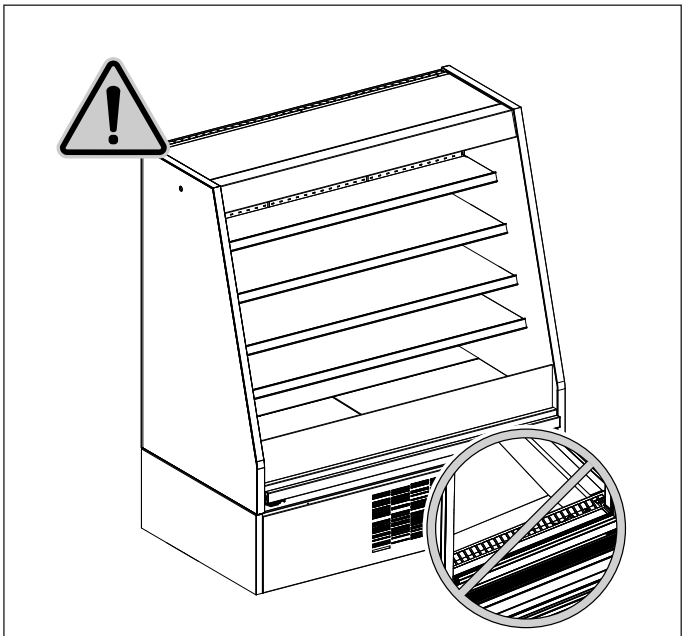

Fig. 10
- A mercadoria não obstrua o correto fluxo do ar refrigerado ("Fig. 10")